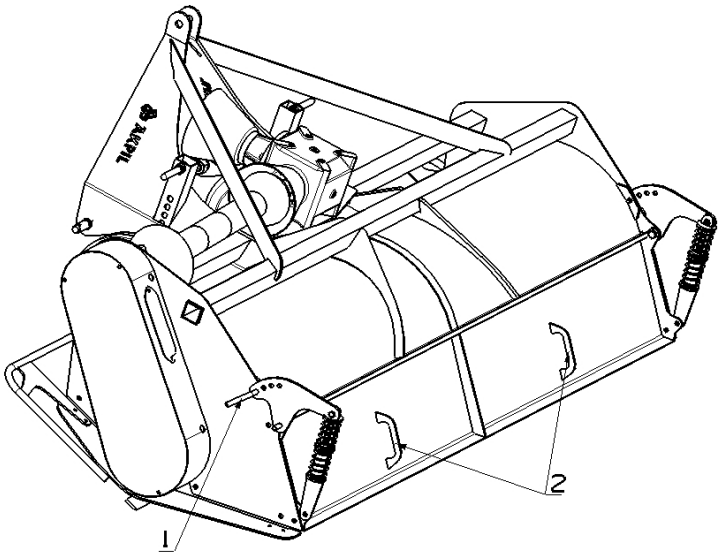

Rysunek 4. Ustawienie osłony.
- odbezpieczyć i wyjąć zawleczkę przetyczki 1 (rys.4) ustalającą położenie osłony,
- chwytając za uchwyt 2 (rys.4) ustalić żądane położenie osłony